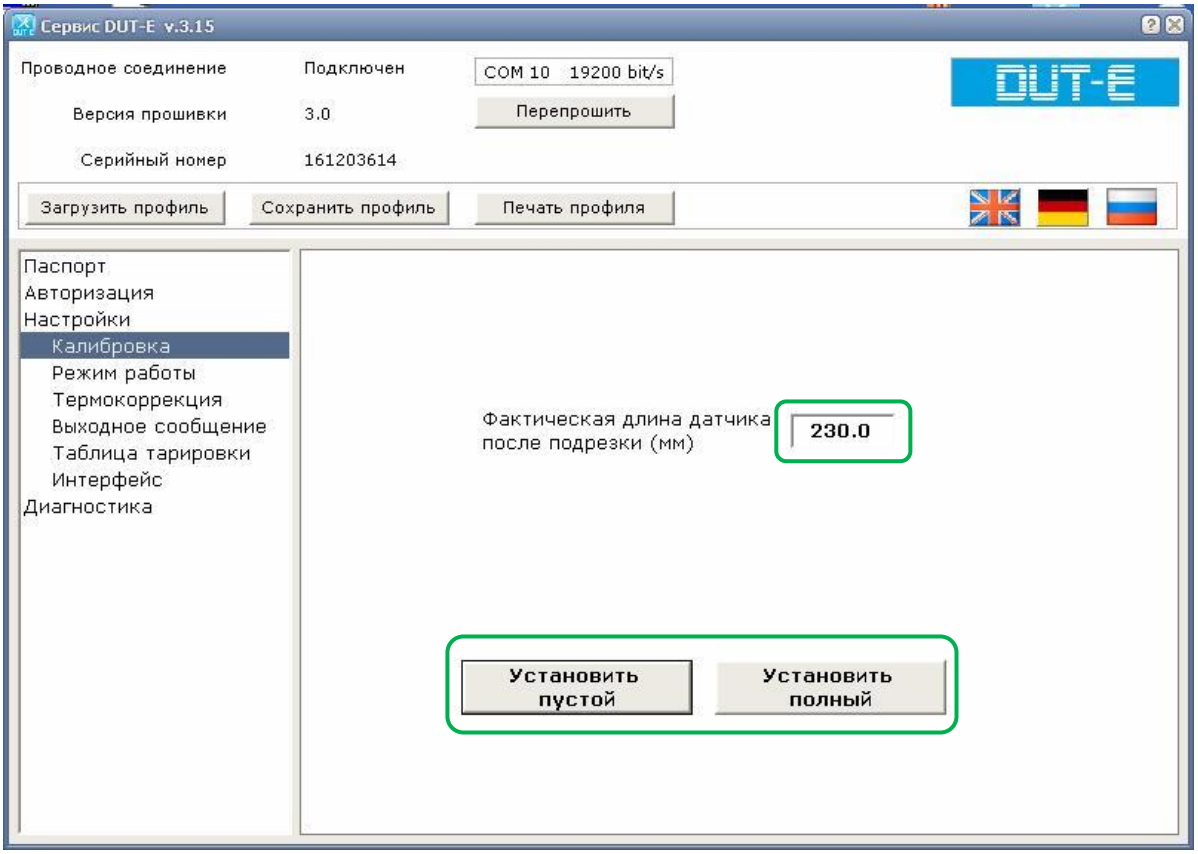

Рисунок 1
3.1.1. Внести фактическую длину датчика, откалибровать (Рис. 1):